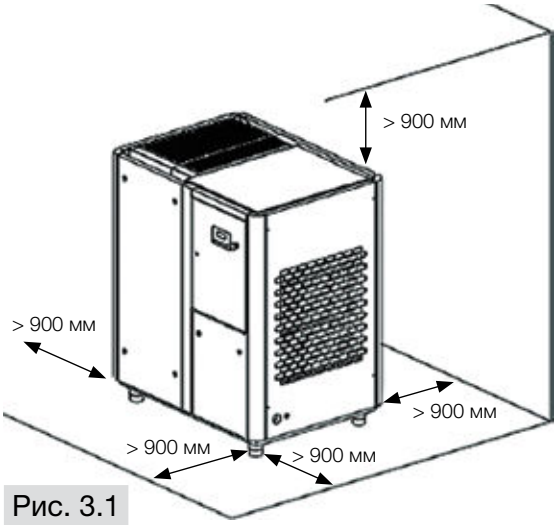

Рис. 3.1
4. Необходимо обеспечить расстояние минимум 900 мм вокруг компрессора и над системой вентиляции для проведения технического обслуживания (Рис. 3.1).